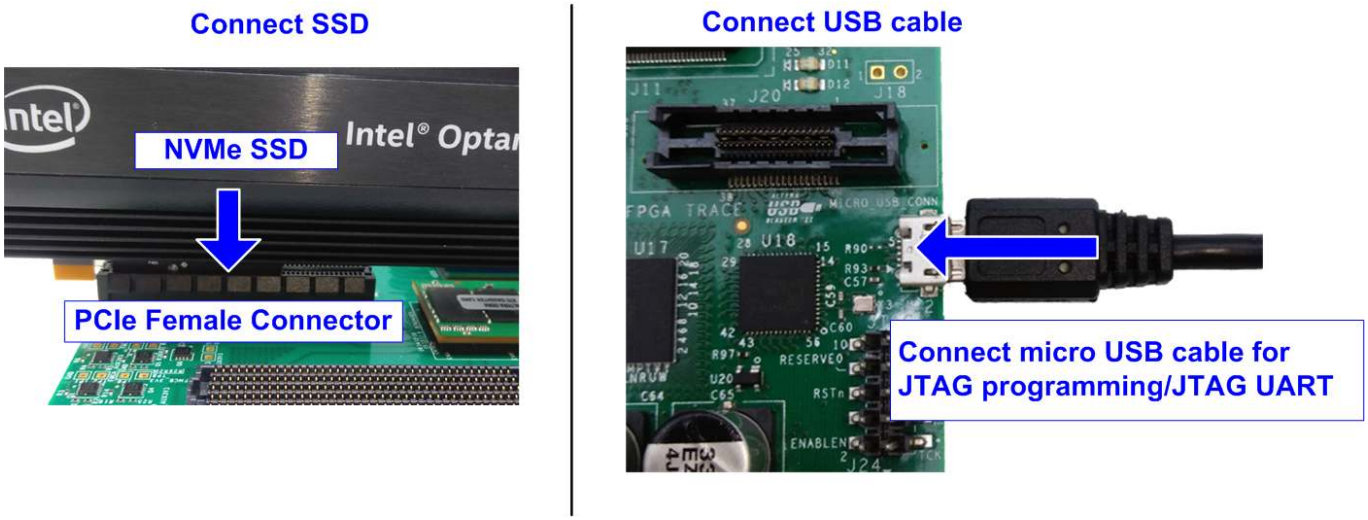

図 2-10: FPGA ボードへ NVMe SSD を接続
b) 図 2-10 に示すように NVMe SSD を FPGA ボードの PCIe ソケットへ装着します。